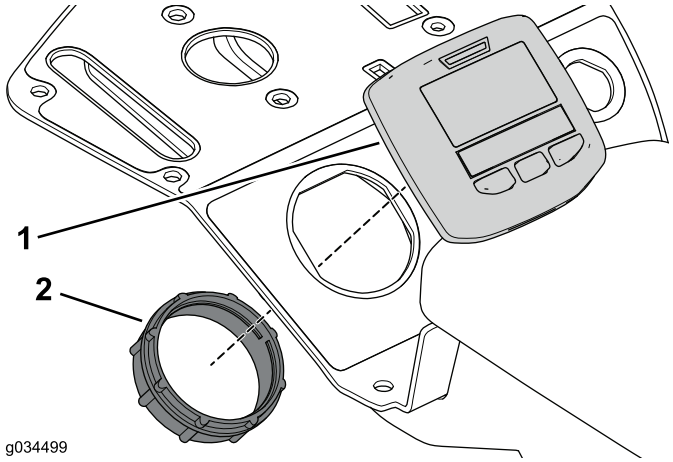

Figuur 28
3. Gebruik de borgring om het display aan de bedieningseenheid te bevestigen (Figuur 28).